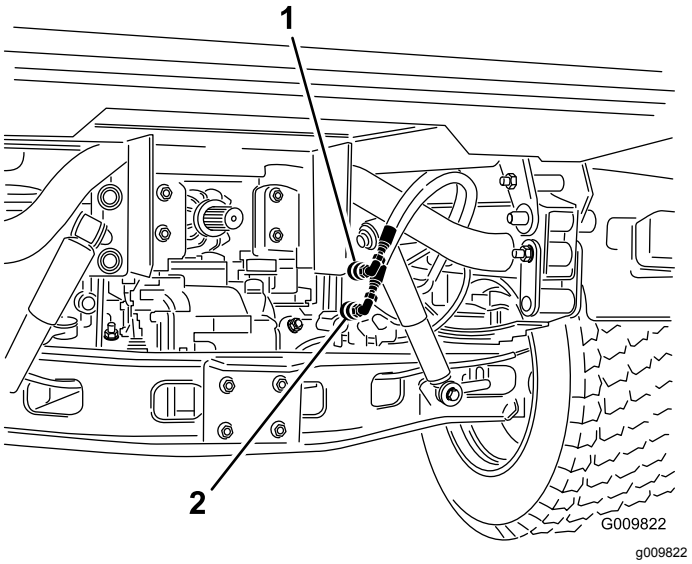

**Rysunek 76**
2. W obu pojazdach odłącz dwa węże z szybkozłączkami od węży zamocowanych do wspornika złączki (Rysunek 76).